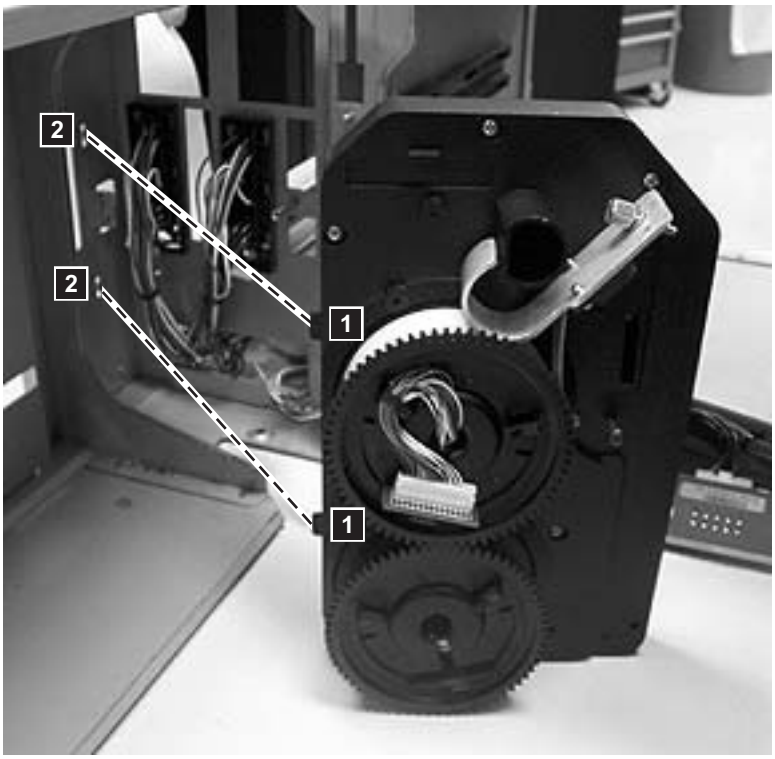

Figure 7-131. Cable Spool Assembly tabs
2. Carefully insert the plastic tabs (**1** in Figure 7-131 on page 7-116) on the Cable Spool Assembly into the slots (**2** in Figure 7-131 on page 7-116) in the enclosure sidewall.